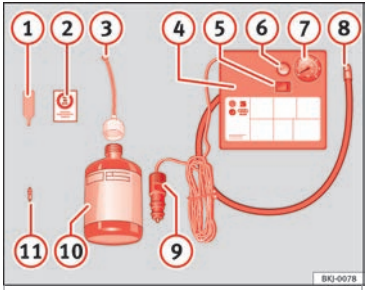

Fig. 107 Representación estándar: contenido del kit antipinchazos.
El kit antipinchazos se encuentra en el compartimento del maletero bajo el revestimiento del suelo. Incluye los siguientes componentes ››› **fig. 107**:
Vuelva a enroscar el tubo de inflado ››› fig. 107 (8) y compruebe la presión en el manómetro (7).